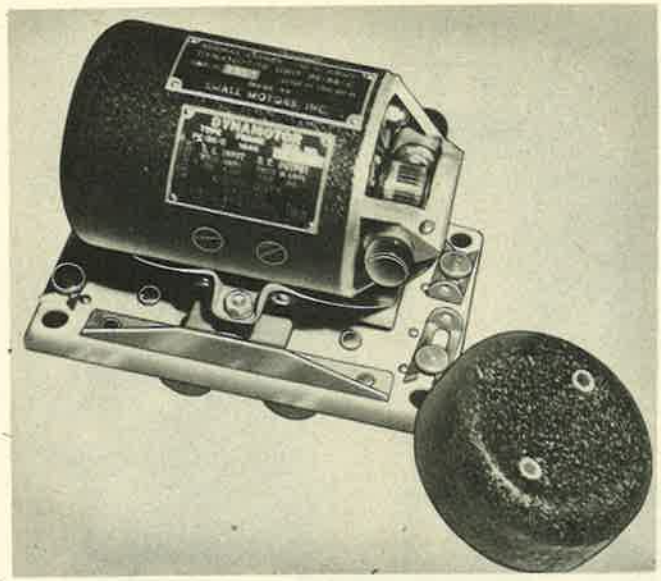

Figure 489—Interphone Dynamotor (C-47A)
(1) DESCRIPTION.—Dynamotor PE-86-( ) (figure 489) for interphone equipment RC-36 is mounted on the inboard side of the upper radio shelf, next to the command set receivers, and is used to convert the 24-volt supply from the airplane electrical system to the higher voltage required by the interphone system. The dynamotor is connected through the interphone amplifier and is "ON" when the airplane electrical system is "ON."
(2) REMOVAL.